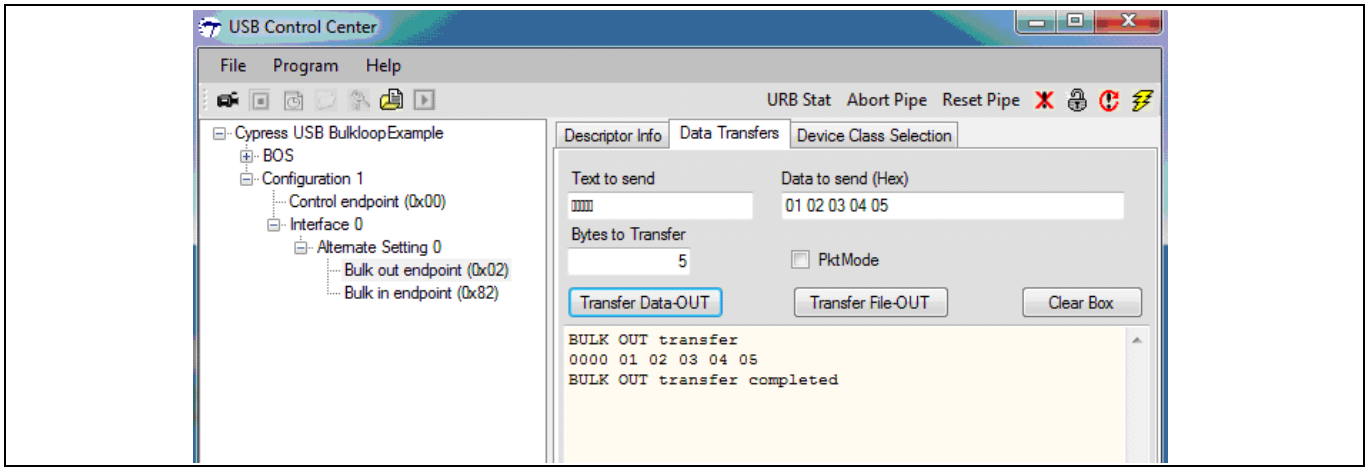

Figure 24 BULK OUT 传输
1. 展开“Cypress USB Bulkloop Example”条目下所有的子条目。如果您按照第 1 到第 6 步的介绍修改并编译了固件，那么您将会看到 BULK EP2 OUT 和 BULK EP 2 IN 出现在接口 0 中备用设置 0 的下面 (Figure **Figure 24**)。
2. 要执行一个 BULK OUT 传输，请点击 Data Transfers 选项卡，然后选择左侧屏幕内的 BULK out endpoint (0x02)项。向 Bytes to Transfer 字段输入需要传输的字节数量；向 Data to send (Hex)字段输入需要传输的数据。Control Center 将自动在十六进制数字对之间插入空格。点击 Transfer Data-OUT。**Figure 24** 显示了将 5 个字节传输到 BULK OUT 端点(0x02)的设置。